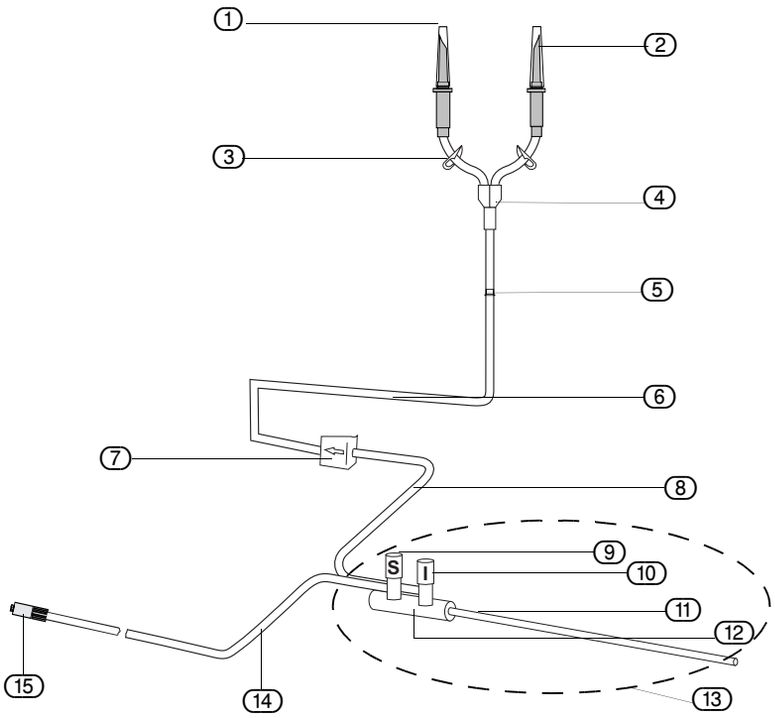

Afb. 5-6 Elementen van de zuig-/spoelslangset
Om het steriele bereik te scheiden van het niet-steriele moeten de volgende taken worden toegewezen overeenkomstig het 'steriele personeel' resp. het 'niet-steriele personeel'. De aangegeven nummers hebben betrekking op Afb. 5-6 "Ele-
▶ Sluit vóór het aanbrengen beide slangklemmen (3) (Afb. 5-6 Elementen van de zuig-/spoelslangset) bij de zakken.